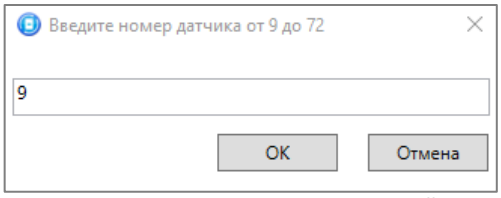

Рисунок 4.42 — Ввод номера радиоустройства
2. В открывшемся окне укажите номер радиоустройства из числа еще не занятых в нумерации ШС, ШС СКП и радиоустройств (в указанном диапазоне) и нажмите кнопку *ОК* (см. рисунок 4.42).